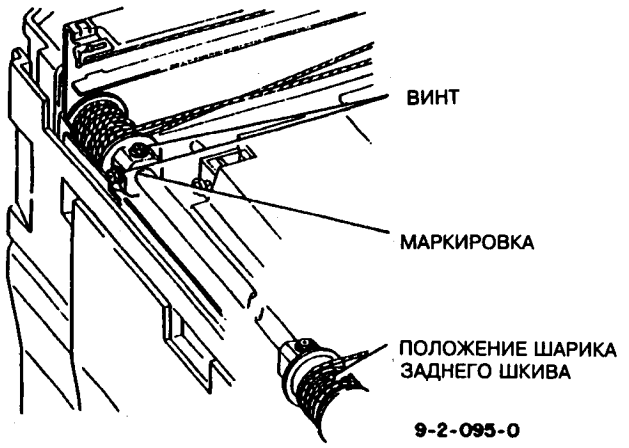

Рис.10 Выравнивание шкива и затягивание винтов
6. Совместить шкив с помеченным положением и затянуть винт (рис.10).